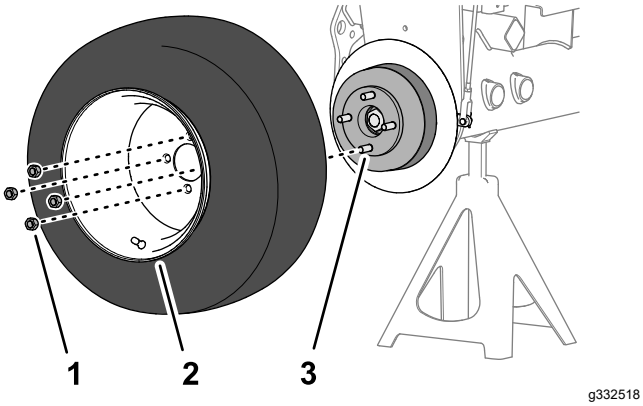

Figuur 62
1. Verwijder de 4 wielmoeren waarmee het voorwiel aan de naaf bevestigd is en verwijder het wiel (Figuur 62).